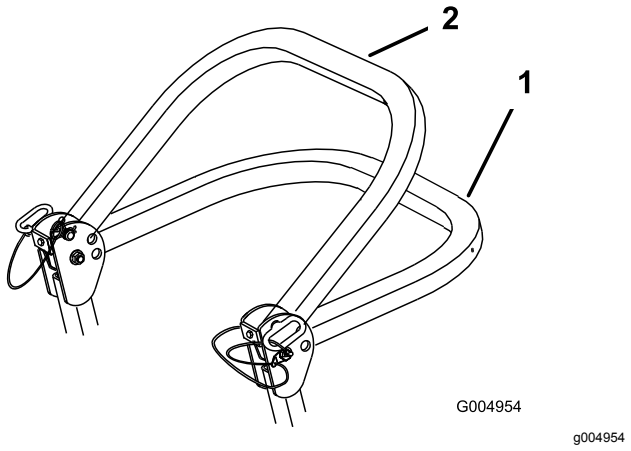

Figur 8
2. Senk veltebøylen til nedre stilling (Figur 8).
Merk: Der er to nedre stillinger. Se Figur 8.